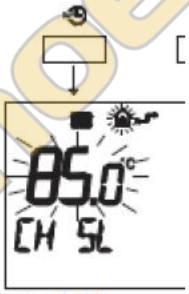

рис. 5.34
• Нажмите одновременно кнопки и чтобы войти в режим программирования (см. рис. 5.34).